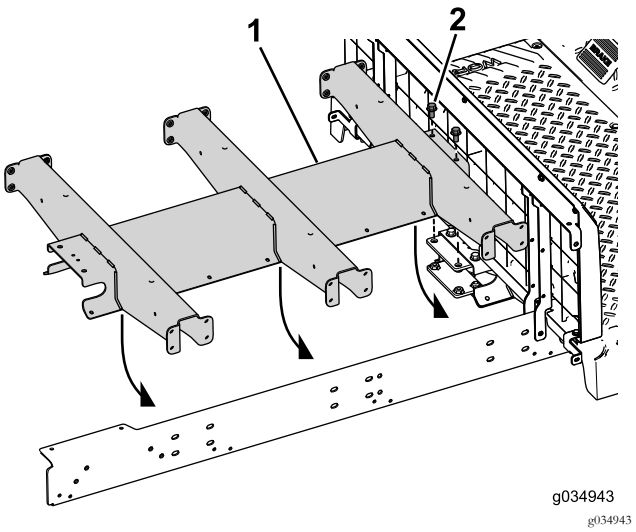

Figura 24
4. Introduzca los 2 pernos (3/8" x ¾") a través del perfil central y el soporte trasero (Figura 24).